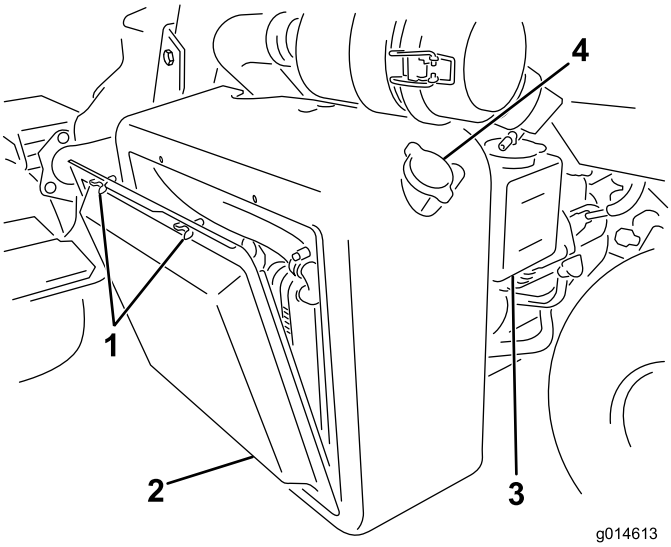

Figuur 54
1. Verwijder het radiateurscherm (Figuur 54).